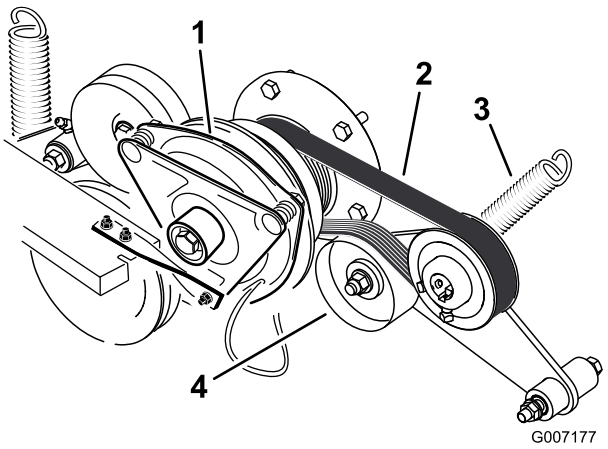

Figur 68
3. Demontera fjädern på remskivearmen (Figur 68).
4. Montera den nya remmen runt motorns och hydropumpens remskiva (Figur 68).
6. Montera fjädern på remskivearmen (Figur 68).